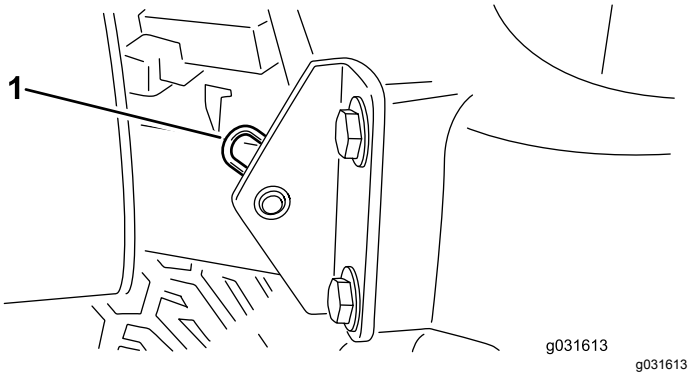

Figur 58
2. Fjern hårnålssplinten som fester panseret til monteringsbrakettene (Figur 58).